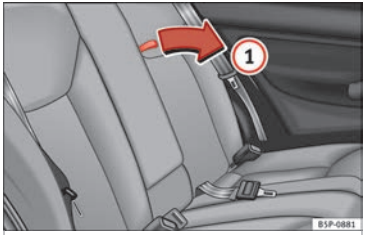

Fig. 89 Opening the rear cup holder.
– To open, pull the loop in the direction of the arrow ››› Fig. 89 (1).